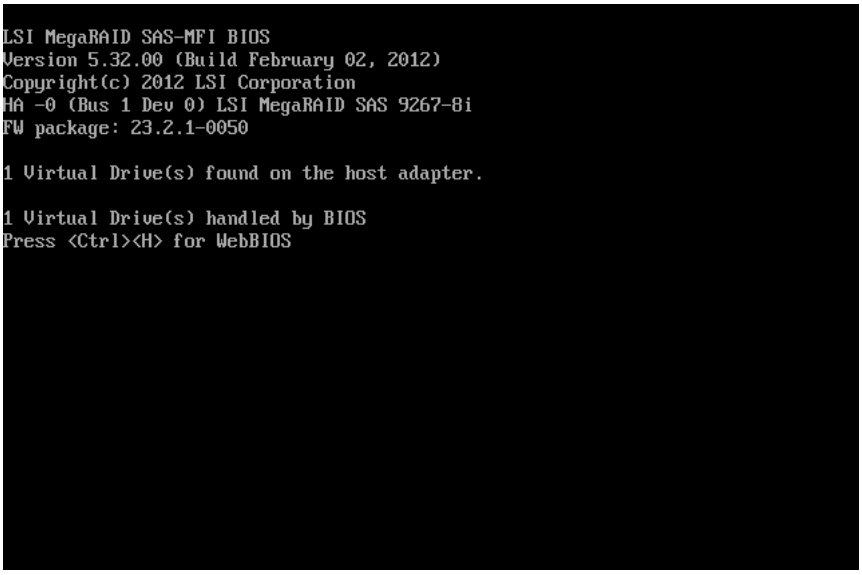

Figure B.1.4-11 Console window 1
(a-3) Log out by clicking [Logout] button on the upper right of the window. The Console window shown in Figure B.1.4-11 will be displayed, and make sure not to close this window.
(12) Confirm that the Console window as shown in Figure B.1.4-11 is displayed.